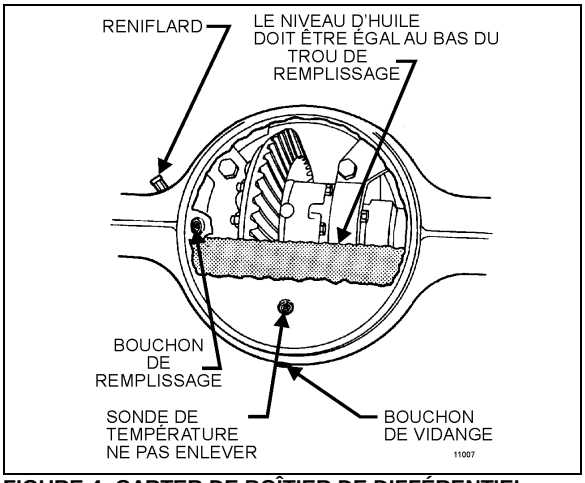

FIGURE 4: CARTER DE BOÎTIER DE DIFFÉRENTIEL
3. Nettoyer la zone entourant le bouchon de remplissage. Enlever le bouchon de remplissage du carter de différentiel (Figure 4).